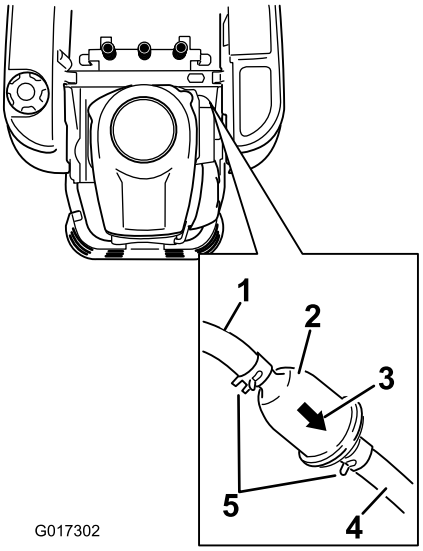

Figuur 38
3. Zoek het brandstoffilter aan de zijkant van de motor, zoals afgebeeld in Figuur 38.
4. Druk de uiteinden van de slangklemmen naar elkaar toe en schuif ze weg van het filter (Figuur 38).
6. Monteer het nieuwe filter zodanig dat de pijl voor de stroomrichting van de brandstoftank af naar de motor wijst. Schuif de slangklemmen terug tot dicht bij het filter (Figuur 38) om het vast te zetten.